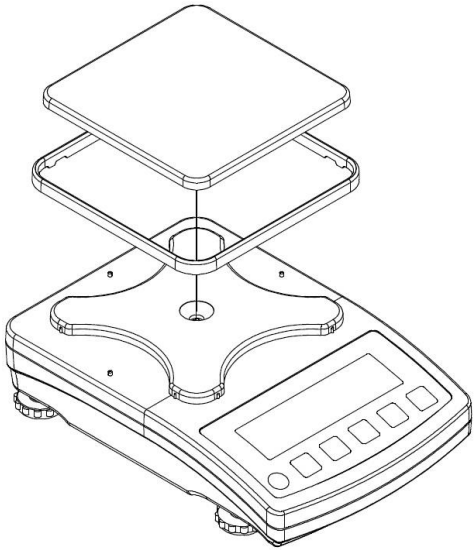

Figure 5. Scale assembly
- Install the weighing pan and the draft shield, follow figure 5.